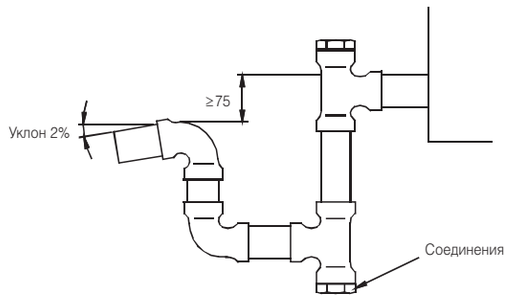

Рис. 7-3
- Подсоедините сифон, как показано на Рис. 7-3.